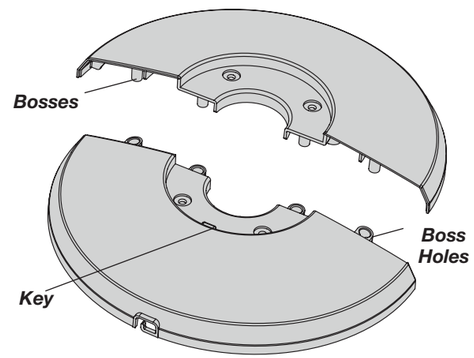

Figure 2
1. Assemble the Base by interlocking the ***Bosses*** into the ***Boss Holes***. ***(Figure 2)***